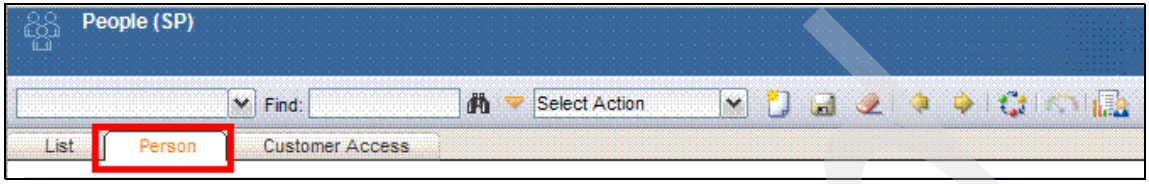
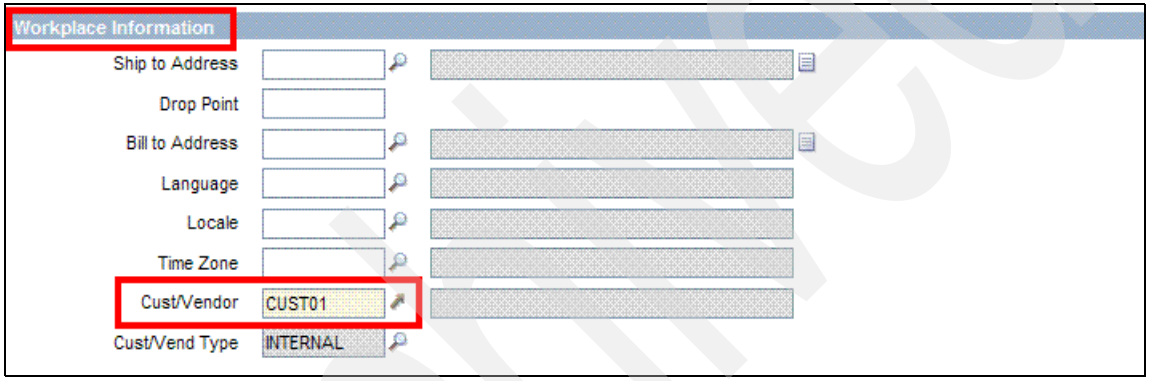

Figure 10-3 Main tab in the People (SP) application
Figure 10-4 Cust/Vendor field is in the Workplace Information table
1. USER01 has this person's (PERS01) CUST/VENDOR field filled with customer=RedBooksCus01. See Figure 10-3 and Figure 10-4.